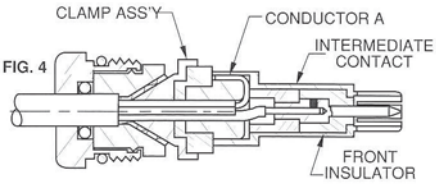

FIG. 4
5. Place front insulator on center contact and assemble intermediate contact pressing inner conductor A against clamp ass'y as in Fig. 4